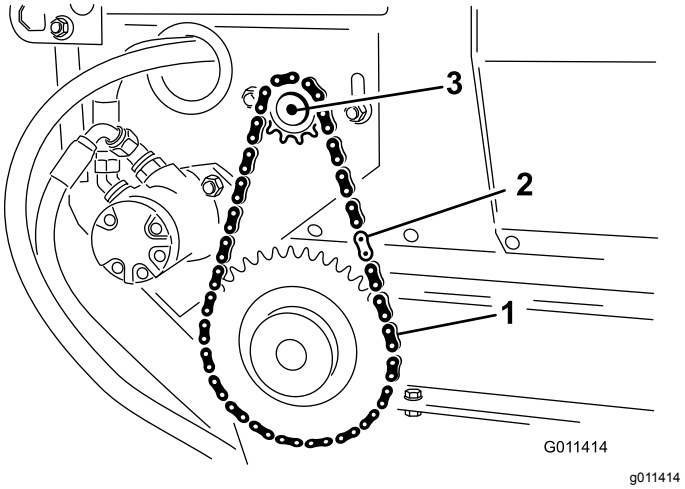

Figuur 30
2. Verwijder de sluitschakel uit de ketting en neem de ketting van het kleine tandwiel (Figuur 30).